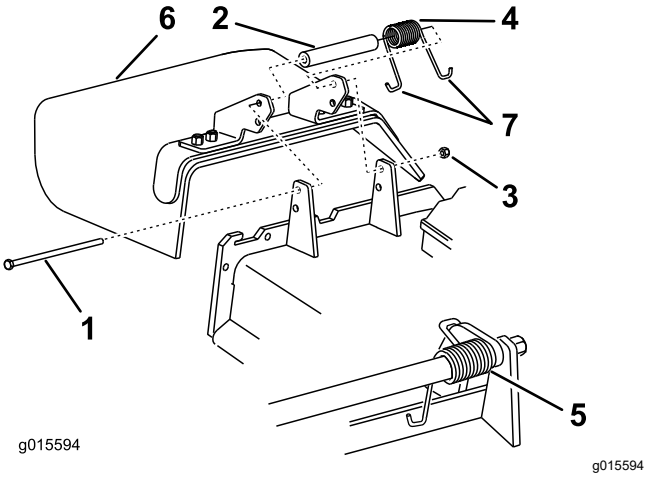

Figure 100
1. Remove the locknut, bolt, spring, and spacer holding the deflector to the pivot brackets (Figure 100).
2. Remove the damaged or worn grass deflector (Figure 100).
Note: Make sure that 1 **J**-hook end of the spring is installed behind the deck edge before installing the bolt as shown in Figure 100.
6. Place 1 **J**-hook end of the spring around the grass deflector (Figure 100).